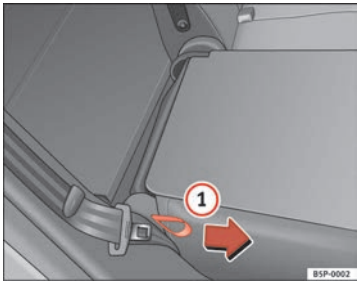

Fig. 100 Folding or opening the rear seat backrests
– Pull the loop on the side of the seat ⇒ fig. 100 (1)